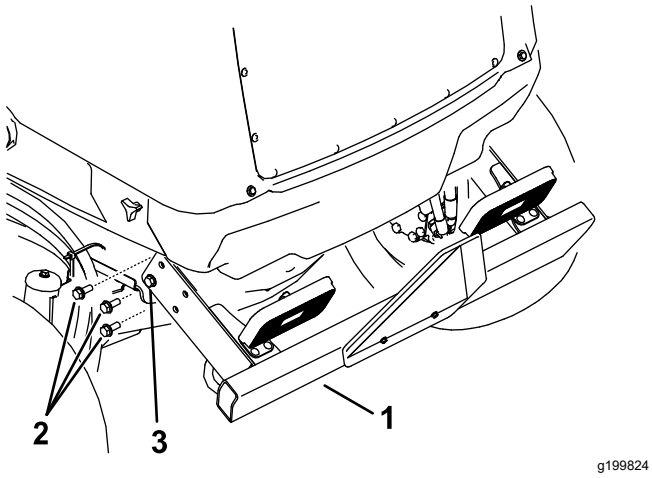

Figuur 110
2. Verwijder de drie (3) flensschroeven aan beide kanten van de achterbumper zoals afgebeeld in Figuur 110.
6. Til de achterbumper op zijn plaats en monteer de flensschroeven. Draai alle flensschroeven aan waarmee de achterbumper aan het frame is bevestigd (Figuur 110).